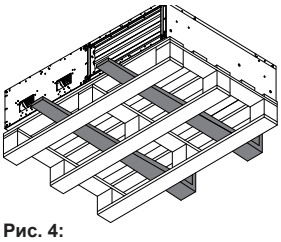

Рис. 4:
- В случае перемещения на вилочном погрузчике изделие должно опираться основанием на вилы погрузчика или на поддон, при этом центр тяжести изделия должен находиться внутри вил (см. рис. 4).